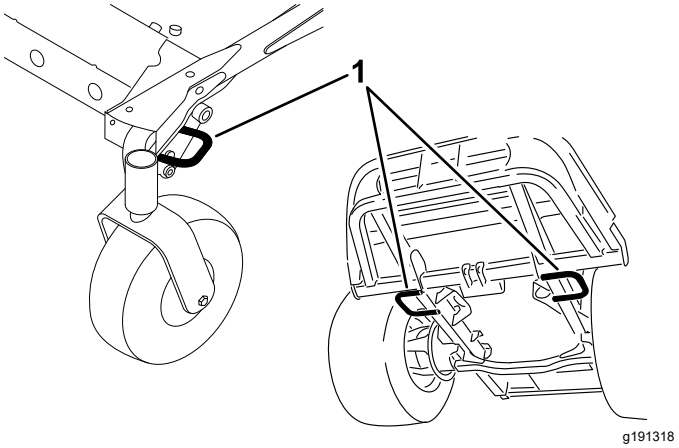

**Figuur 66**
5. Gebruik de bindogen op de machine om deze met banden, kettingen, kabels of touwen goed te bevestigen op de aanhanger of de vrachtwagen (Figuur 66).